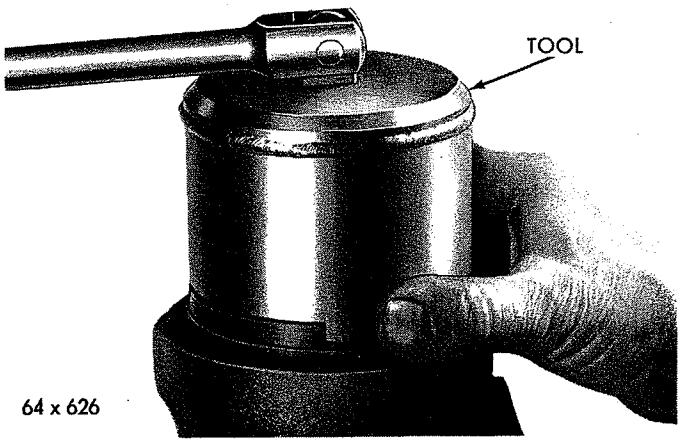

*Fig. 11—Removing Power Train Retaining Nut*
(6) Rotate wormshaft to position gear shaft sector teeth at center of piston travel. Loosen steering power train retaining nut with Tool C-3634 (Fig. 11).
(7) Position holding Tool C-3323 so sector shaft is in a horizontal position. Place Tool C-3875 on threaded end of gear shaft and slide tool into housing until both tool and shaft are engaged with bearings.
(8) Turn wormshaft to full left turn position to
compress power train parts. Remove power train retaining nut with Tool C-3634 (Fig. 11). Remove housing head tang washer.